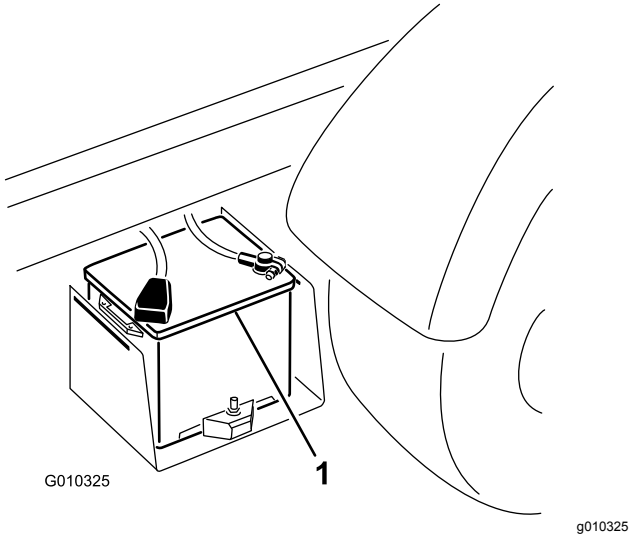

図 52
2. 2 台のバッテリーのプラス 端子同士をブースタケーブルでつなぐ図 52。